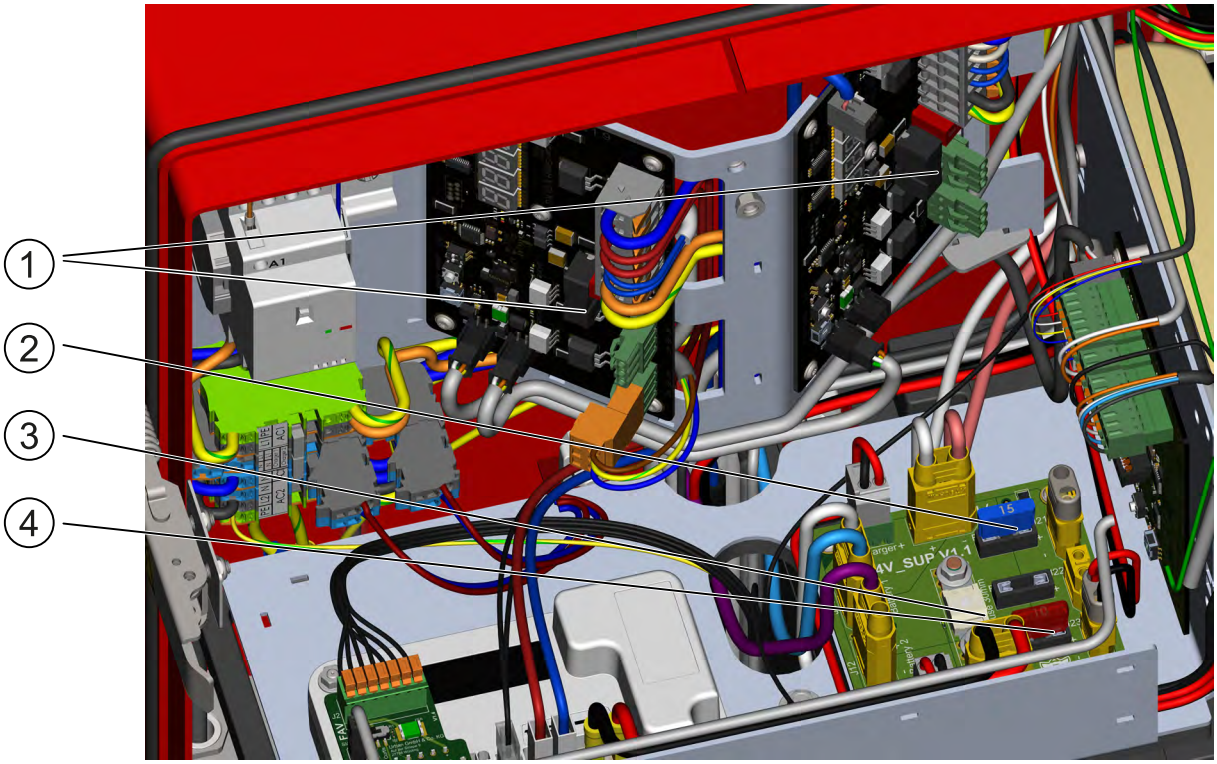

Bild 28: Übersicht Sicherungen
4. Lokalisieren Sie die defekte Sicherung (siehe Bild 28 „Übersicht Sicherungen“, Seite 85).